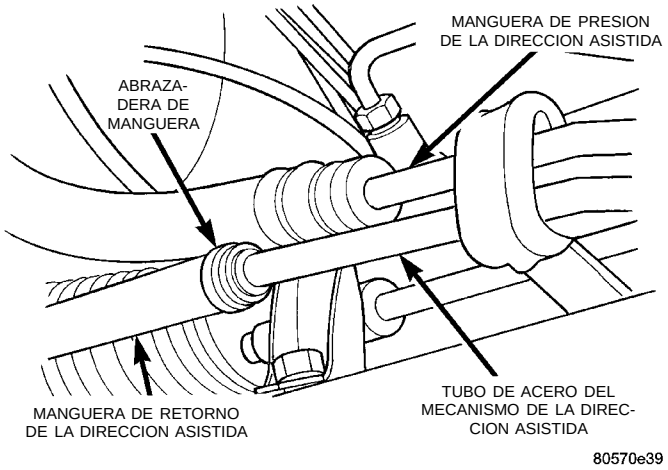

Fig. 15 Manguera de retorno de la dirección asistida en el mecanismo de dirección
(1) Eleve el vehículo.
(2) Retire la abrazadera de manguera que sujeta la manguera al tubo de acero en el mecanismo de dirección (Fig. 15). Drene el líquido de la manguera de retorno y del depósito de líquido de dirección asistida hasta que el depósito esté vacío.
(5) Instale la manguera de retorno de dirección asistida en el tubo de acero en el mecanismo de la dirección asistida (Fig. 15). Instale la abrazadera de manguera en la manguera de retorno de la dirección asistida en el mecanismo de dirección asistida (Fig. 15). **Asegúrese de que la abrazadera de manguera se instala más allá del reborde remachado del depósito de líquido de dirección asistida.**